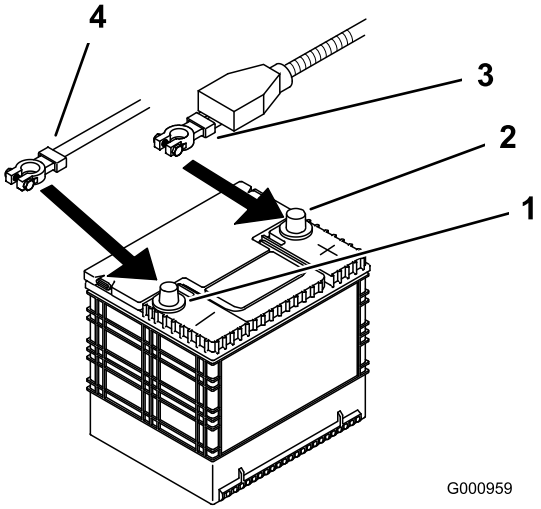

Figur 45
4. Lossa först batteriets minuskabel från batteriets minuspol (–) (Figur 45).
5. Skjut av den röda anslutningsskon från batteriets pluspol (röd). Lossa sedan batteriets pluskabel (röd) (Figur 45).
4. Fäst kablarna med 2 bultar (1/4 x 3/4 tum), 2 brickor (1/4 tum) och 2 låsmuttrar (1/4 tum) (Figur 45).